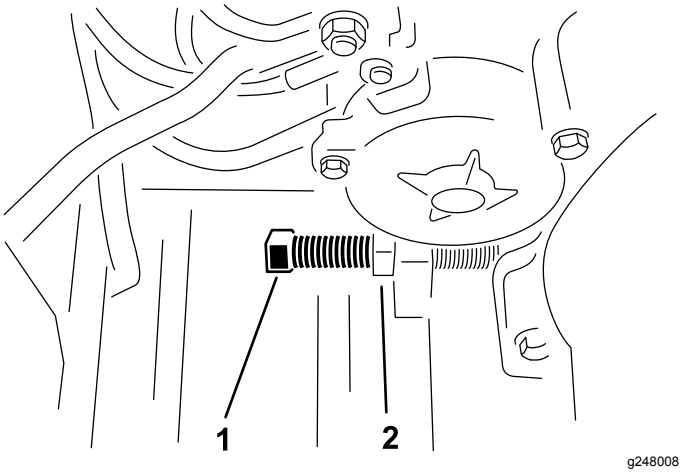

Figur 22
3. Løsn kontramøtrikken, og drej remjusteringsbolten, indtil du opnår den ønskede remspænding (Figur 22).
5. Juster motoren, så den er parallel med stellet. Fortsæt med at tilspænde motorens monteringsbolte (Figur 22).